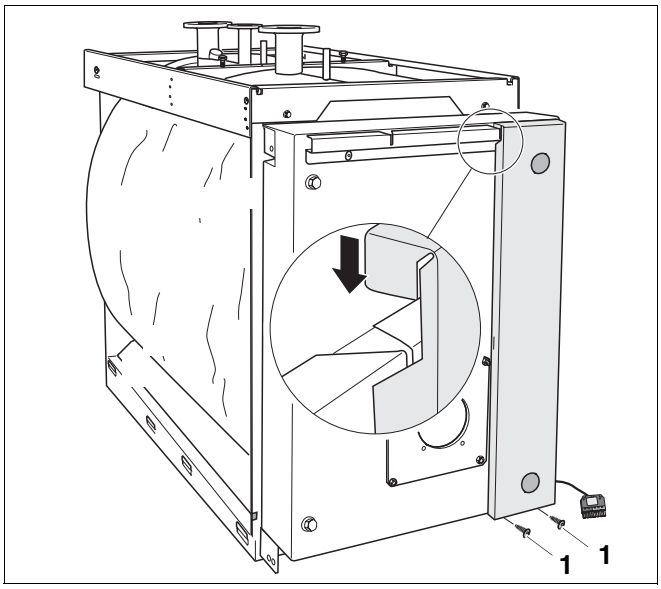

Рис. 27 Установка правой декоративной панели
- Подвесить правую декоративную панель вверху в траверсу и внизу закрепить 2 самонарезающими винтами M5x10 (рис. 27, **поз. 1**).